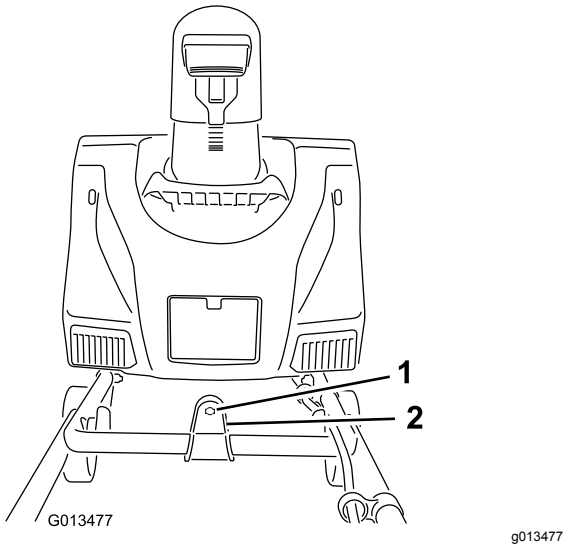

**Figur 4**
2. Sett inn enden på sjaktkontrollstaget gjennom det nøkkelhullformede hullet i braketten som er festet oppå det nedre håndtaket (Figur 4).